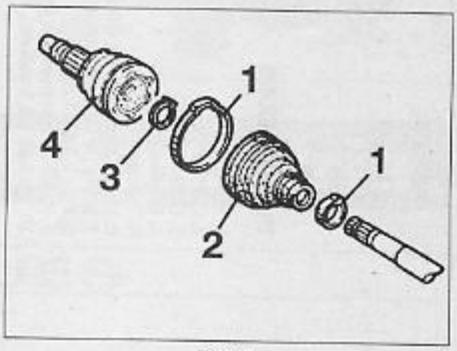

FIG. 5
- Déposer les colliers (1) de fixation du soufflet (2) **(Fig.5)**.
- Nettoyer l'articulation afin que le circlips de retenue (3) soit accessible.
- À l'aide d'une pince appropriée, écarter le circlips (3) et le déposer.